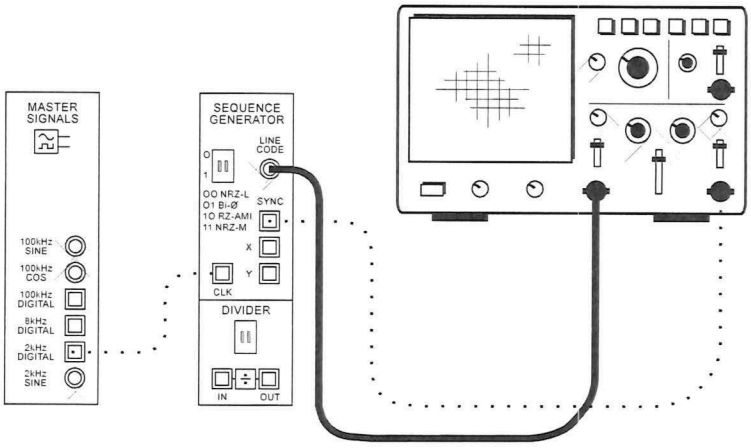

Figure 3
7. Modify the setup as shown in Figure 3 below.